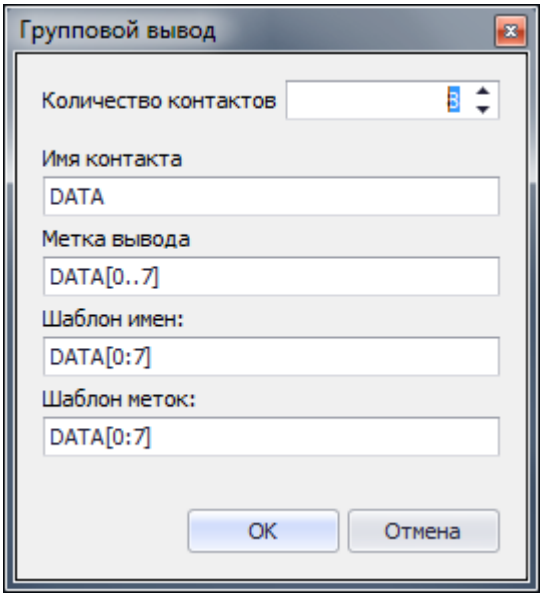

Рис. 279. Окно «Добавить групповой контакт»
2. На экране отобразится окно «Добавить групповой контакт», см. Рис. 279.